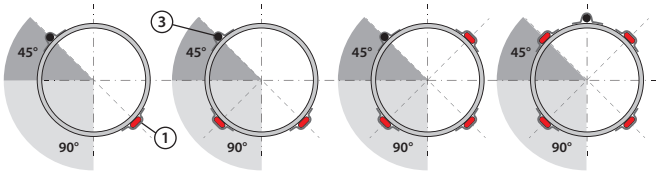

Fig. 2
5. Les lignes droites et sonde doivent être installés comme indiqué à la Fig. 2. Les lignes torsadées sont fixées comme indiqué pour chaque tube d'environ 1 m avec du ruban en aluminium.